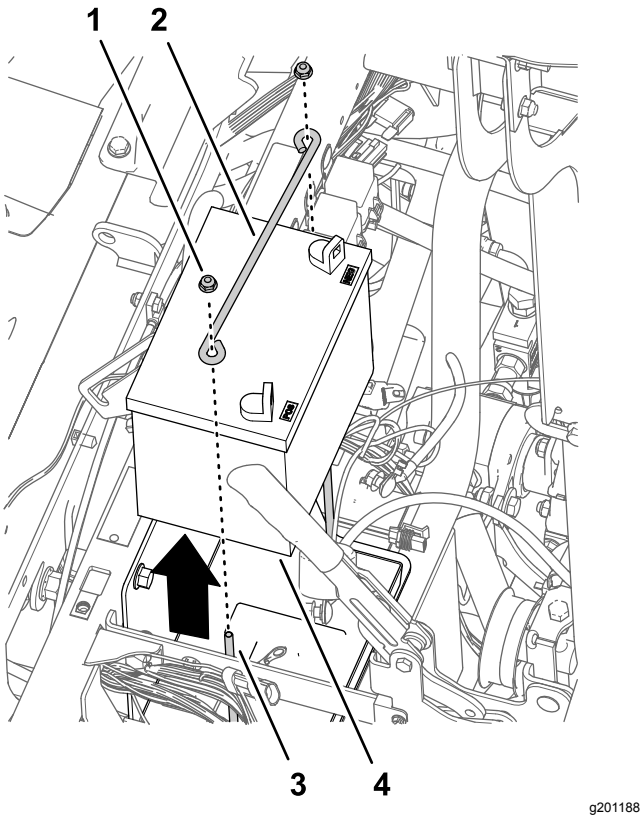

Figur 169
4. Monter dækslet, du fjernede i trin 2 i Afmontering af rattet (side 71) på rattet (Figur 169).
1. Afmonter de 2 flangelåsemøtrikker og tilholderstangen fra de 2 J-bolte, der fastgør batteriet til maskinens batteribeslag (Figur 169).
2. Afmonter batteriet fra maskinen (Figur 169).